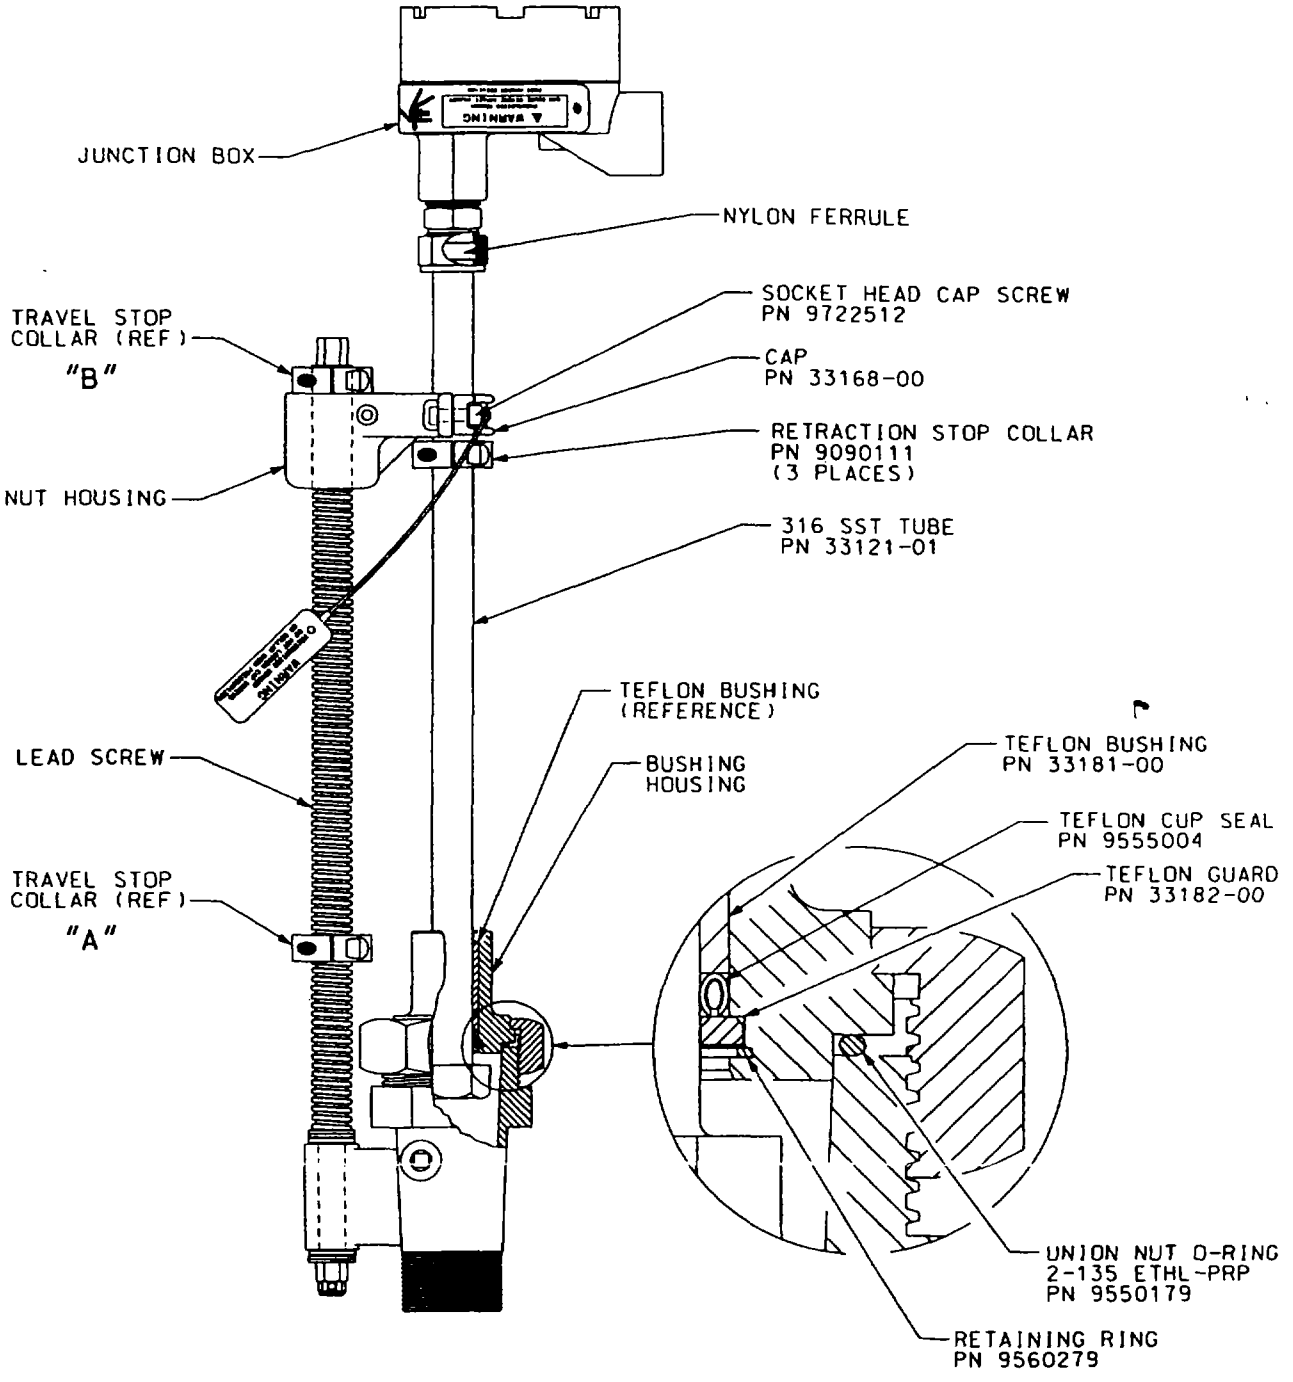

FIGURE 12. Mechanical Retraction Assembly Replacement Parts
13. Replace all damaged parts with replacement parts from Figure 12 or 13. Replace the sensor tube if the surface is damaged. A rough or uneven surface will prevent the Teflon cup from sealing.